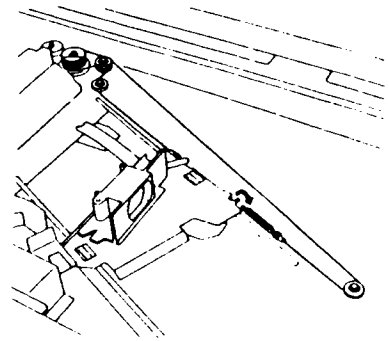

Рис. 4 NZM-0086
6. (Рис. 4): Снимите тросик объектива.